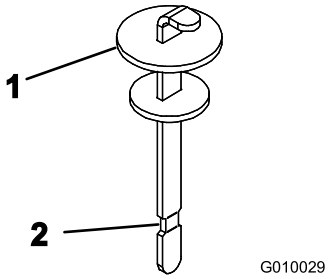

Figur 19
4. Ta ut oljestickan ur påfyllningsröret och torka av den med en ren trasa. För in oljestickan i påfyllningsröret, och ta sedan ut den igen och kontrollera oljenivån. Vätskenivån ska nå upp till markeringen på stickan (Figur 19).